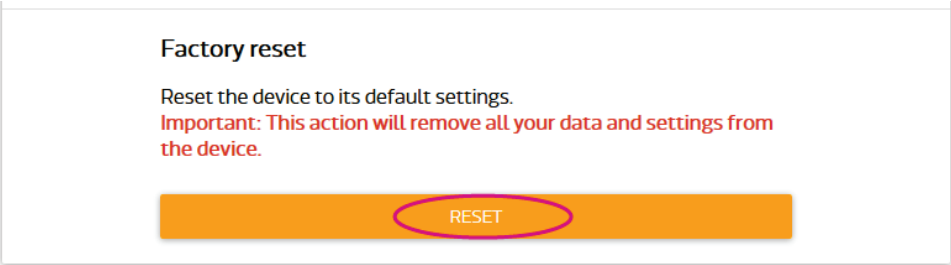

Figure 18 Factory Reset using LinkIt Smart 7688 Web UI
1) Sign in the Web UI 2.4.1" Accessing Web UI" and click the Reset button under Factory Reset, as shown in Figure 18.